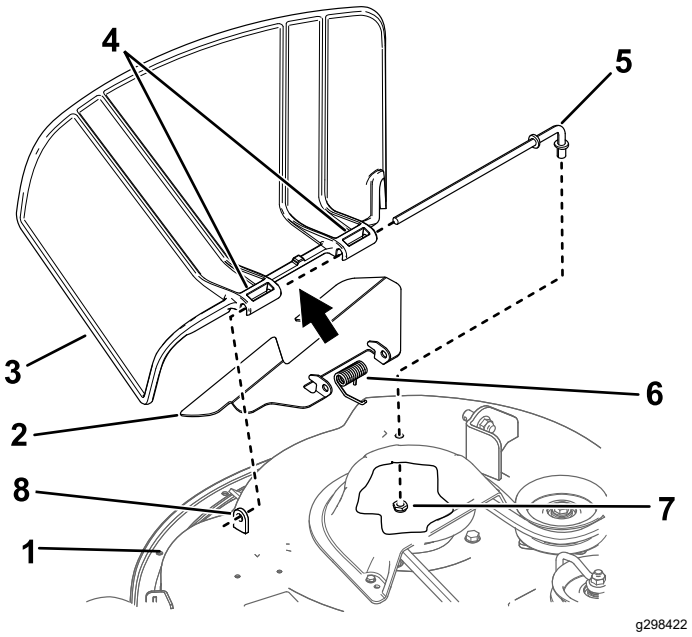

Figur 74
1. Fjern mutteren (⅜ tomme) fra stangen under klippeenheten (Figur 74).
2. Skyv stangen ut fra den korte utstikkeren, fjæren, skjermen og gressavlederen (Figur 74).
4. Monter den nye gressavlederen og skjermen (Figur 74).
7. Skyv stangen gjennom skjermen og den andre gressavlederens omdreiningsledd (Figur 74).
9. Fest den bakre enden av stangen til klippeenheten med en mutter (⅜ tomme) som vist i (Figur 74).